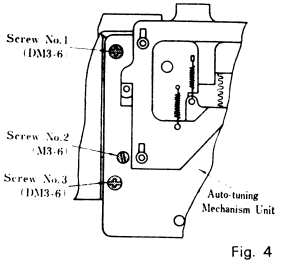

Fig. 4
4. Remove two (2) auto-tuning mechanism unit mounting screws, Nos. 1 & 3, as illustrated in Fig. 4.
(Refer to Figs. 4, 5, 7 & 8)
4. Remove tuning gang bracket mounting screw, No. 2, as illustrated in Fig. 4.